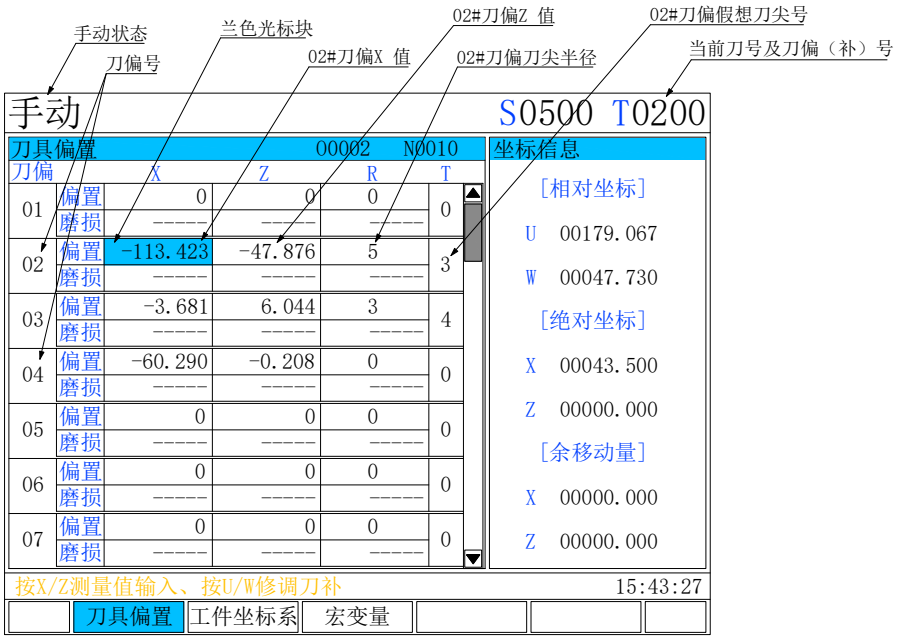

图 7.2-3
① 按 刀补 OFT 键，进入刀具偏置界面，如下图 7.2-3：
① 按 刀补 OFT 键，进入刀具偏置界面，见图 7.2-3；